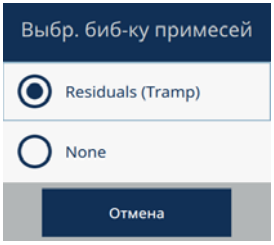

Рис. 2-71 Окно Выбрать библиотеку примесей
2. В диалоговом окне **Выбр. биб-ку примесей** установите соответствующий флажок для загрузки библиотеки примесей (см. Рис. 2-71 на стр. 79).